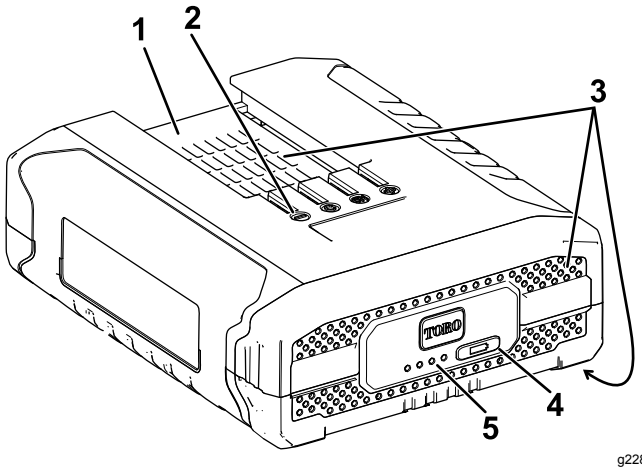

Figure 8
2. Alignez le creux de la batterie (Figure 8) sur la languette du chargeur.